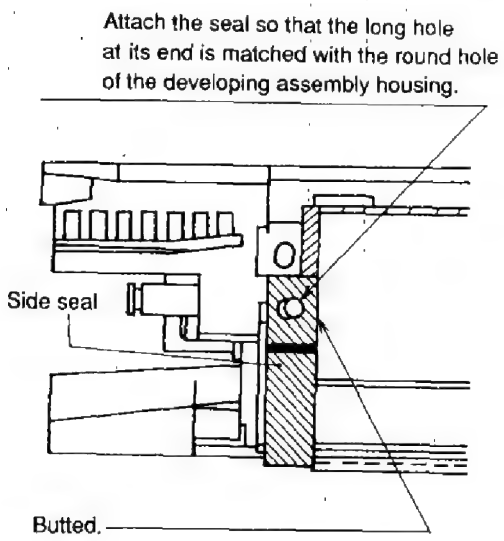

Figure 4-74
2) Attach the side seal at the position shown in Figure 4-74.